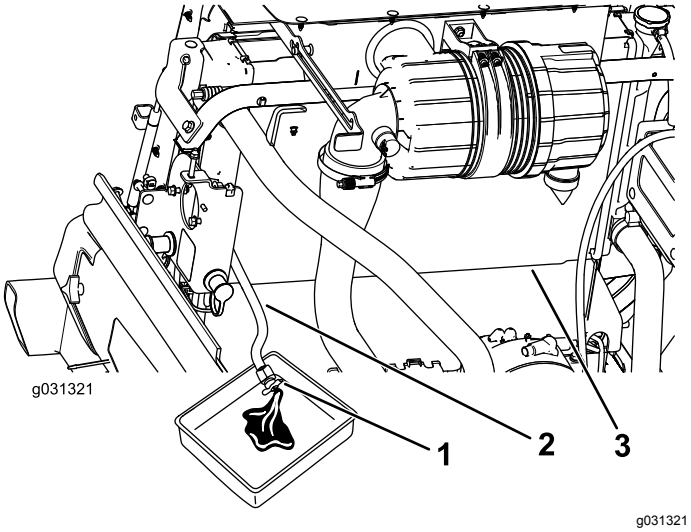

Figuur 124
3. Plaats de aftapslang van de radiateur in een opvangbak, open het aftapventiel van de radiateurslang en laat de vloeistof in de opvangbak lopen (Figuur 124).
4. Sluit het ventiel van de aftapslang van de radiateur (Figuur 124).